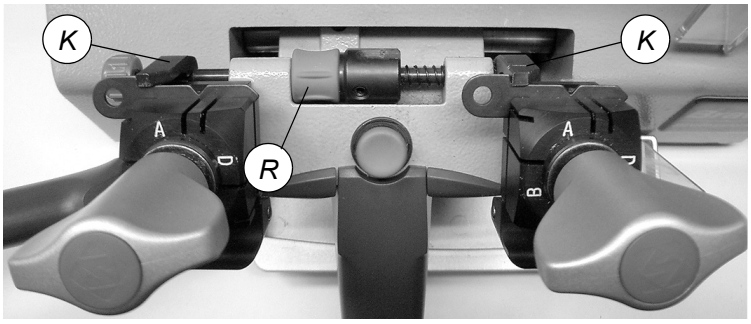

Fig. 13
1) Turn off the master switch (C) to operate safely and prevent activation of the cutting tool.
2) Place the adjusting key (provided) in the clamps (fig.13) with the notch facing the cutting tool and tracer point and proceed as follows:
a) ensure that the keys adhere to the clamps and that the callipers (K) are in full contact with the stops.
b) to take the callipers into contact with the keys, rotate the drum (R) towards you (away from you to return to the ideal position)